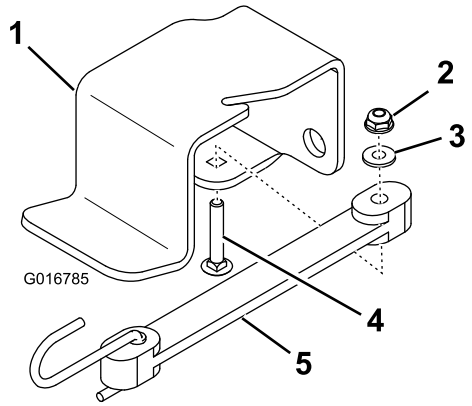

Figura 4
1. Sujete la correa elástica al soporte auxiliar del gato con un perno de cuello cuadrado, una arandela plana y una tuerca hexagonal con arandela prensada (Figura 4).